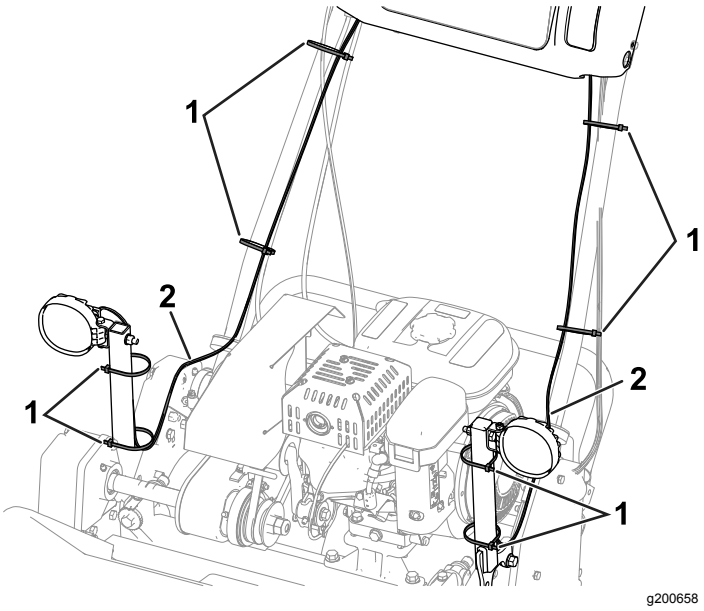

Figure 27
1. Use 8 cable ties to secure the wire harnesses to the machine (Figure 27).